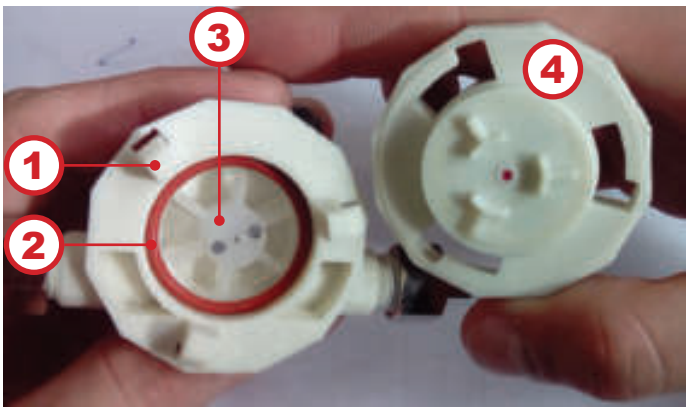

Рисунок 11.10
6. Поверните крышку расходомера до упора и отнимите от корпуса (см.рис.11.9 и рис.11.10).
7. Прочистите внутренние части расходомера (см.рис.11.10)